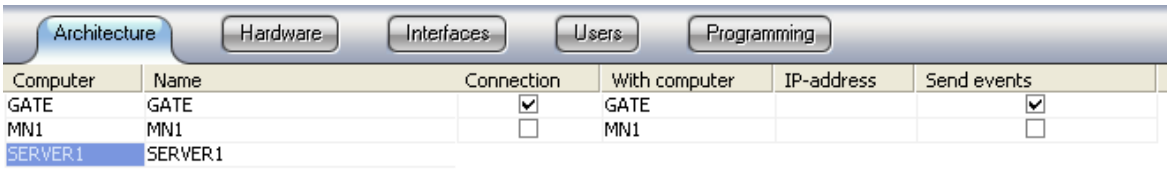

Figure 8.2-10 Interaction settings for the server (SERVER1), the video gate (GATE) and Remote Monitoring Workstation (MN1)
3. For the server (SERVER1), interaction is to be set up with the video gate (GATE), and interaction with the Remote Monitoring Workstation (MN1) is to be disabled (Figure 8.2-10).